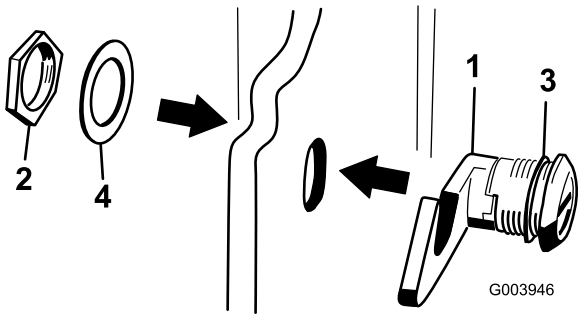

Figur 5
3. Fjern mutteren fra panserlåsenheten (Figur 5).
4. Utenfor panseret, før inn krokenden på låsen gjennom hullet i panseret og sørg for at gummitetningsskiven forblir på utsiden av panseret (Figur 5).